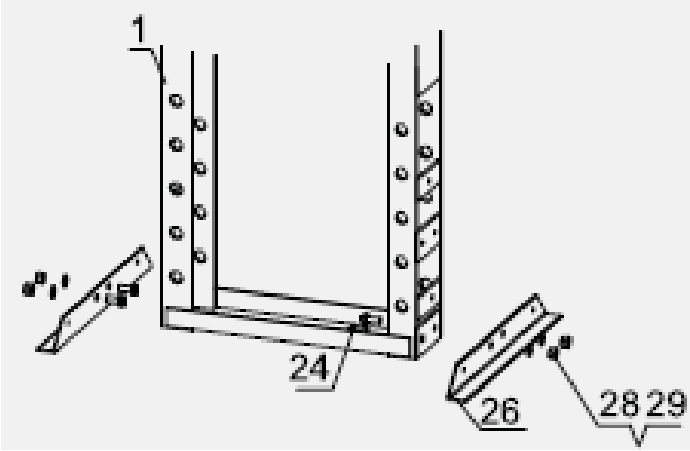

Рис. 1
2. Поместите раму (1) в вертикальное положение. Задвиньте каждую опору основания (26) в раму. Выровняйте болтовые отверстия и вставьте болты (24) через раму и опору основания, затем закрепите их на месте шайбами (23) и гайками (29). См. рисунок 1.